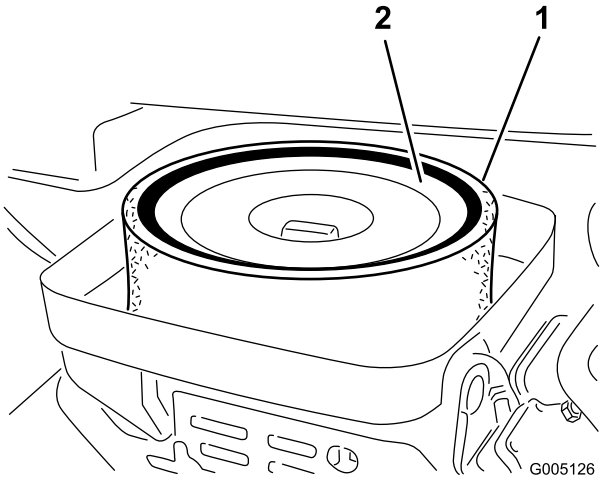

**Figur 43**
3. Hvis skumindsatsen er snavset, skal det fjernes fra papirindsatsen (Figur 43). Rengør det grundigt som følger: